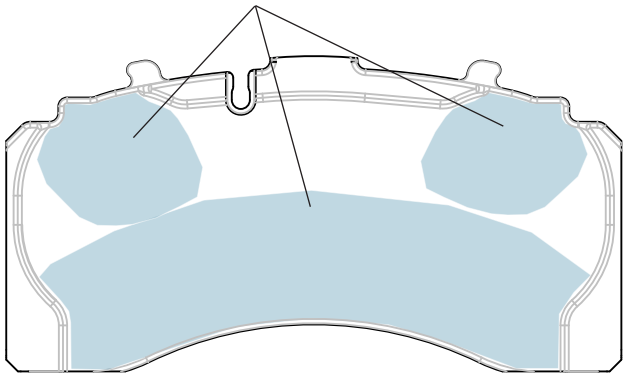

Figure 22 – Pad and Rotor Dimensions
See Figure 22 for initial brake pad and rotor dimensions, as well as minimum acceptable dimensions.
4.3.1 See Figure 22. If the thickness of the friction material – dimension "C" – is less than 0.080 in. (2 mm.), the pads must be replaced.
4.4.1 Measure the thickness of the brake rotor at the thinnest point (Dimension "E" in Figure 22). Avoid measuring near the edge of the rotor as minor burrs may result in an inaccurate measurement. **For Bendix brand rotors, replace the rotor when the minimum thickness of 1.46 in. (37 mm.) is reached.** For other brands of rotors, refer to the rotor manufacturer's guidelines.